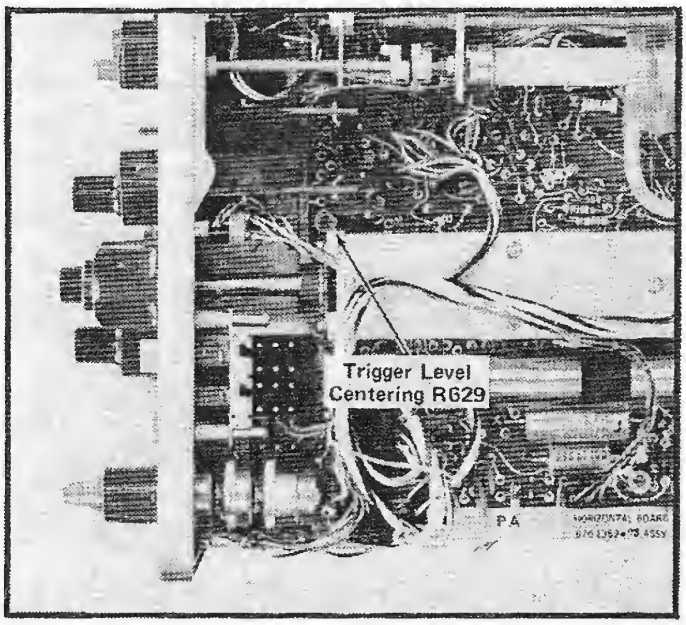

Fig. 5-10. Location of Trigger Level Centering adjustment.
e. ADJUST—Trigger Level Centering adjustment R629 (see Fig. 5-10) for a stable display in both the + and — positions of the TRIGGER SLOPE switch.